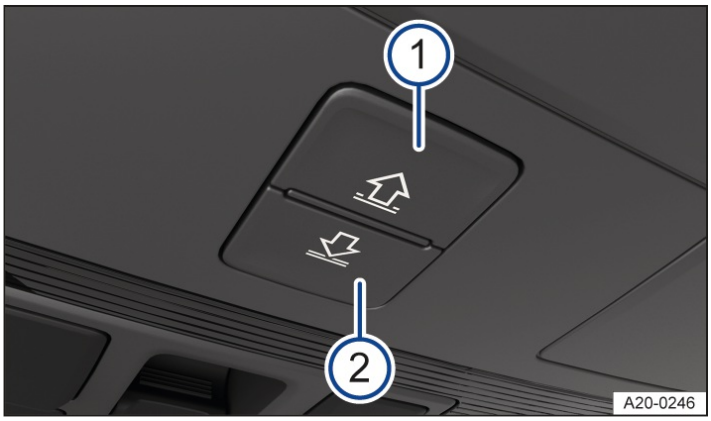

Fig. 1 In the headliner: buttons for controlling the sunshade.
The → *fig. 1* (1) and (2) buttons have two detents. In the first detent, the sunshade can be opened or closed either completely or partially.